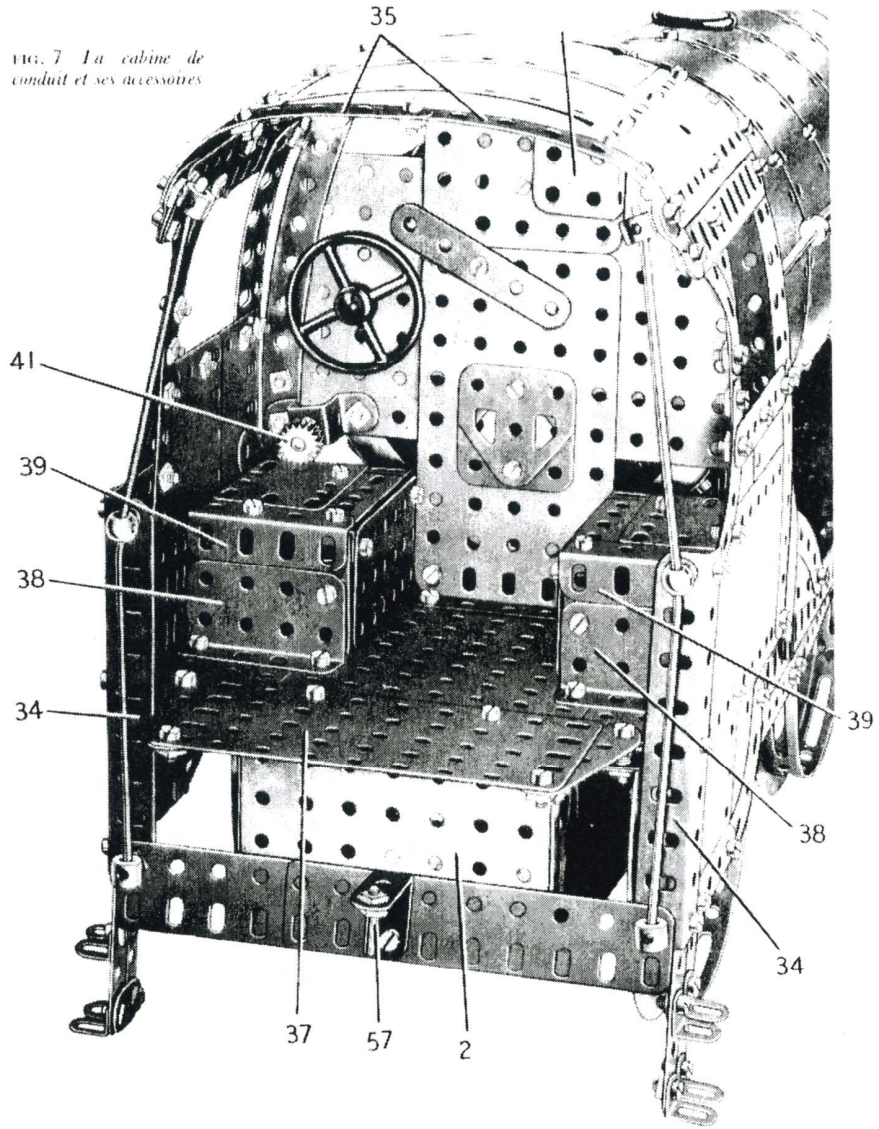
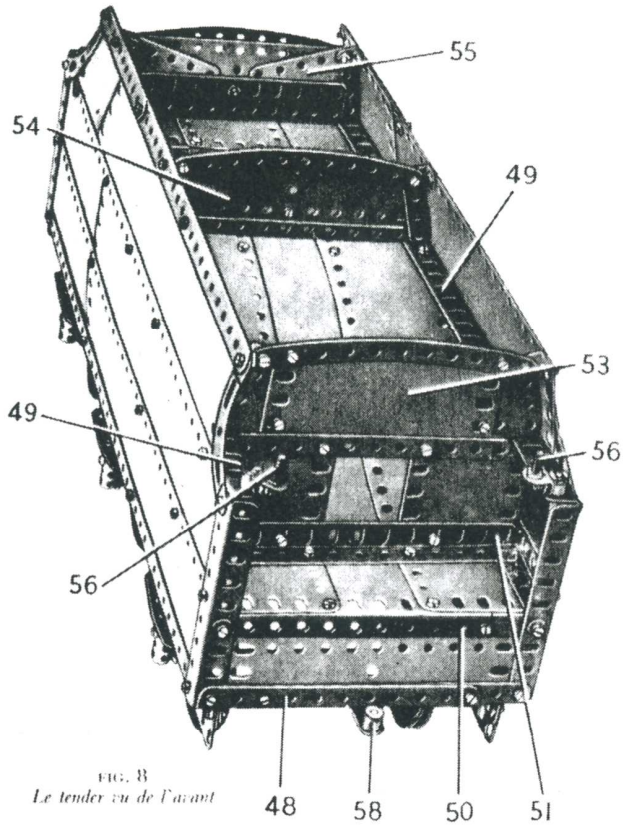

FIG. 7 *La cabine de conduit et ses accessoires*
FIG. 8
Le devant de la cabine est recouvert par une plaque sans rebords de 11,5 × 6 cm. boulonnée verticalement sur une cornière de 5 trous fixée sur le plancher de la cabine. Une plaque sans rebords de 14 × 9 cm. est boulonnée au travers de la plaque sans rebords de 11,5 × 6 cm. (Fig. 7) et de chaque côté une bande incurvée de 14 cm. est boulonnée sur l'extrémité d'une bande de 7 trous boulonnée derrière la plaque sans rebords de 11,5 × 6 cm. Les extrémités supérieures des bandes incurvées sont réunies par des équerres aux côtés de la cabine; Une plaque sans rebords de 6 × 6 cm. (36) complète le devant de la cabine et un support en "U" (59) ainsi que d'autres pièces qui représentent les différentes commandes de la locomotives sont montées comme le montrent les figures.
Les coffres qui se trouvent au dessus des roues arrière motrices se construisent en boulonnant une équerre cornière (38) (Fig. 7) sur la plateforme. Une cornière de 3 trous est fixée verticalement sur le bord intérieur de l'équerre cornière et elle soutient une plaque sans rebords de 75 × 38 mm. sur laquelle est fixée une cornière de 6 trous. Une cornière de 4 trous (39) est boulonnée à l'extrémité arrière de la cornière de 6 trous, et le dessus du coffre est recouvert par deux plaques flexibles de 6 × 4 cm. fixées sur ces cornières.
Deux poutrelles plates de 9 trous sont boulonnées sur les extrémités inférieures des cornières (34) et sur la plaque à rebords (2) (Fig. 7). Les bagues d'arrêt sont vissées sur les boulons qui réunissent les cornières aux poutrelles plates et une corde élastique est bloquée dans chaque bague d'arrêt. La corde élastique passe dans des supports de rampes comme le montre la figure et elle est tenue dans les parties centrales d'accouplements universels qui sont vissées sur des boulons dans le toit de la cabine. Les marchepieds de la cabine sont des équerres fixées sur des bandes de 5 trous.
La commande du moteur s'opère grâce à un pignon de 19 dents (41) (Fig. 7) monté sur une tringle de 9 cm. qui passe dans le devant de la cabine et dans un cavalier.
Construction du tender (Fig. 8 et 9)
La cloison (53) (Fig. 8) est faite de deux plaques flexibles de 6 × 6 cm. boulonnées sur la poutrelle (51). Les plaques flexibles sont réunies par une bande de 11 trous et par une plaque flexible de 11,5 × 6 cm. qui est prolongée de chaque côté par une plaque flexible triangulaire de 9 × 4 cm. Une bande incurvée de 14 cm. fixée sur les plaques est réunie aux côtés du tender par des équerres.
Le système d'accouplement du tender à la locomotive est constitué par une cheville filetée (57) (Fig. 7) tenue par une équerre de 25 × 25 mm. La cheville filetée vient se loger dans un bras de manivelle (58) (Fig. 8) qui est fixé à l'aide de contre écrous à l'avant du tender.